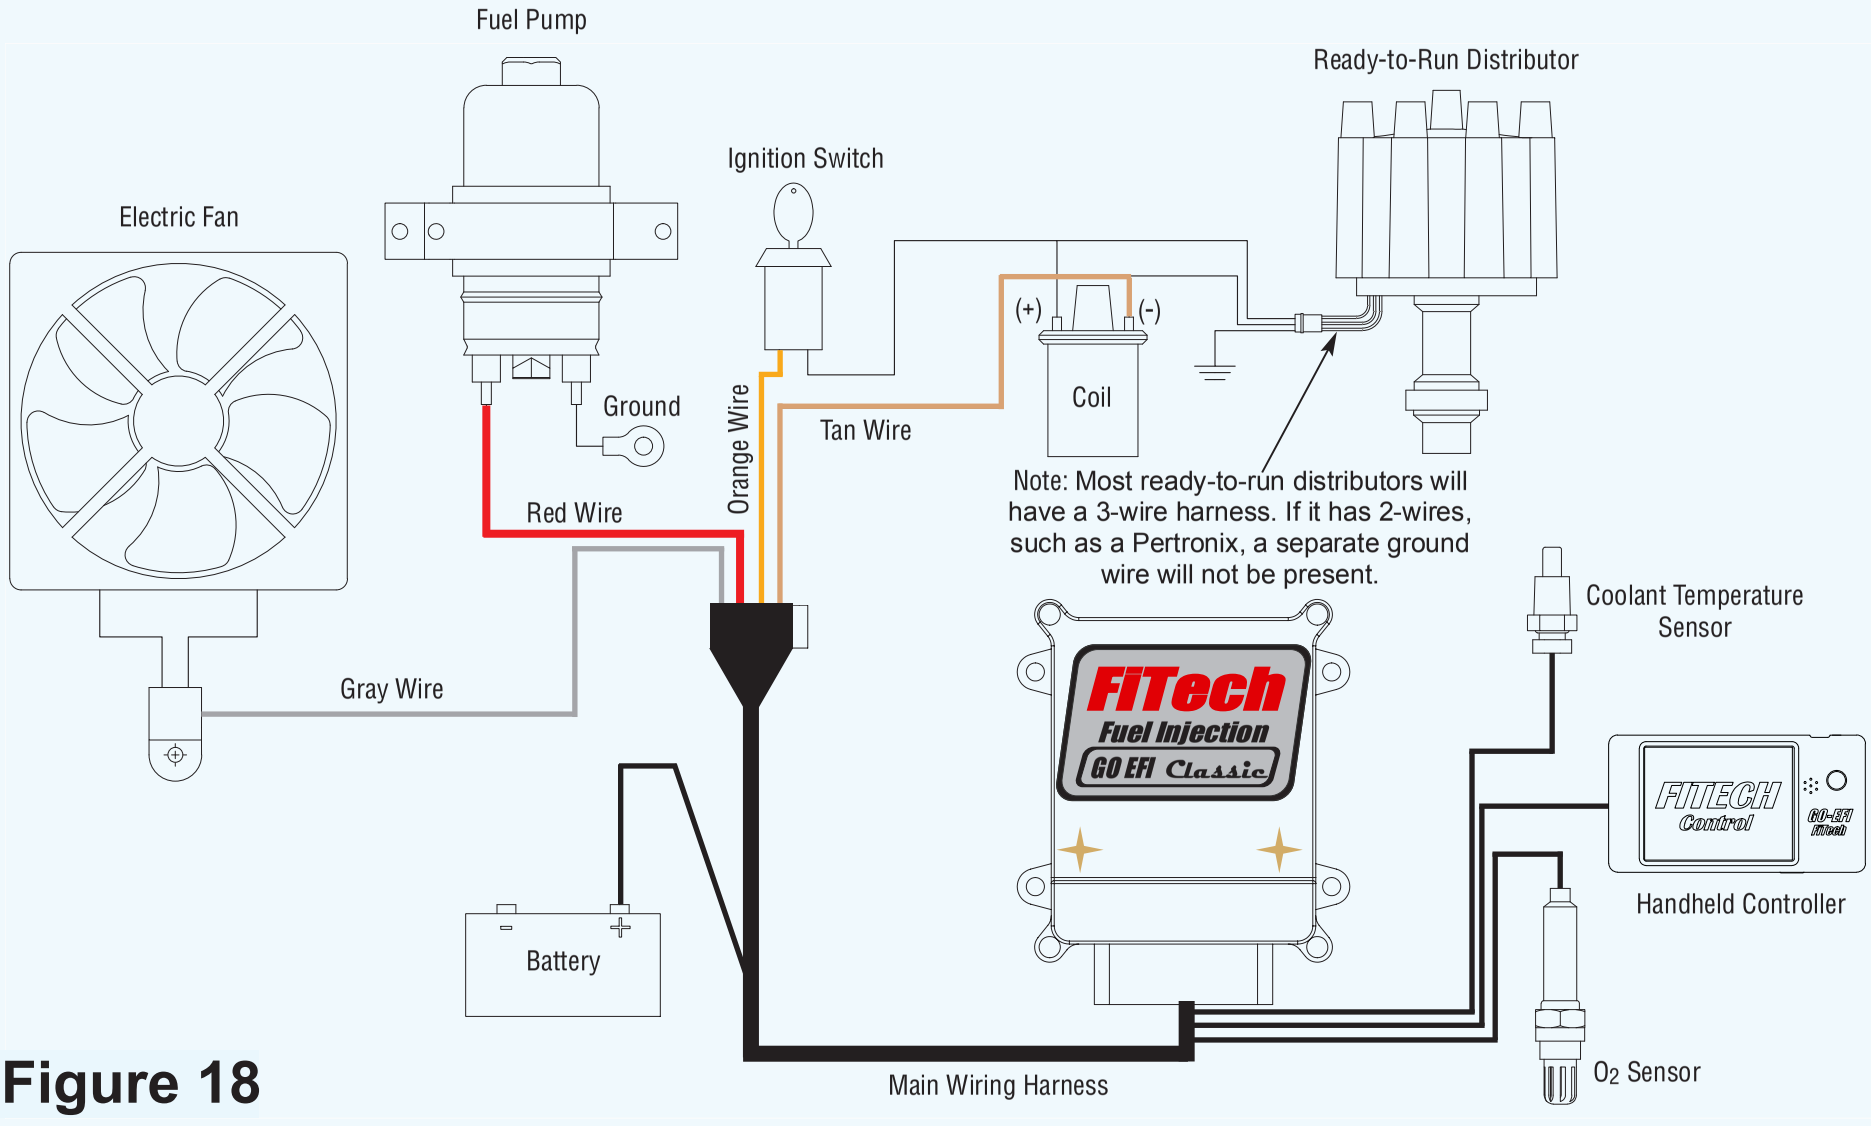
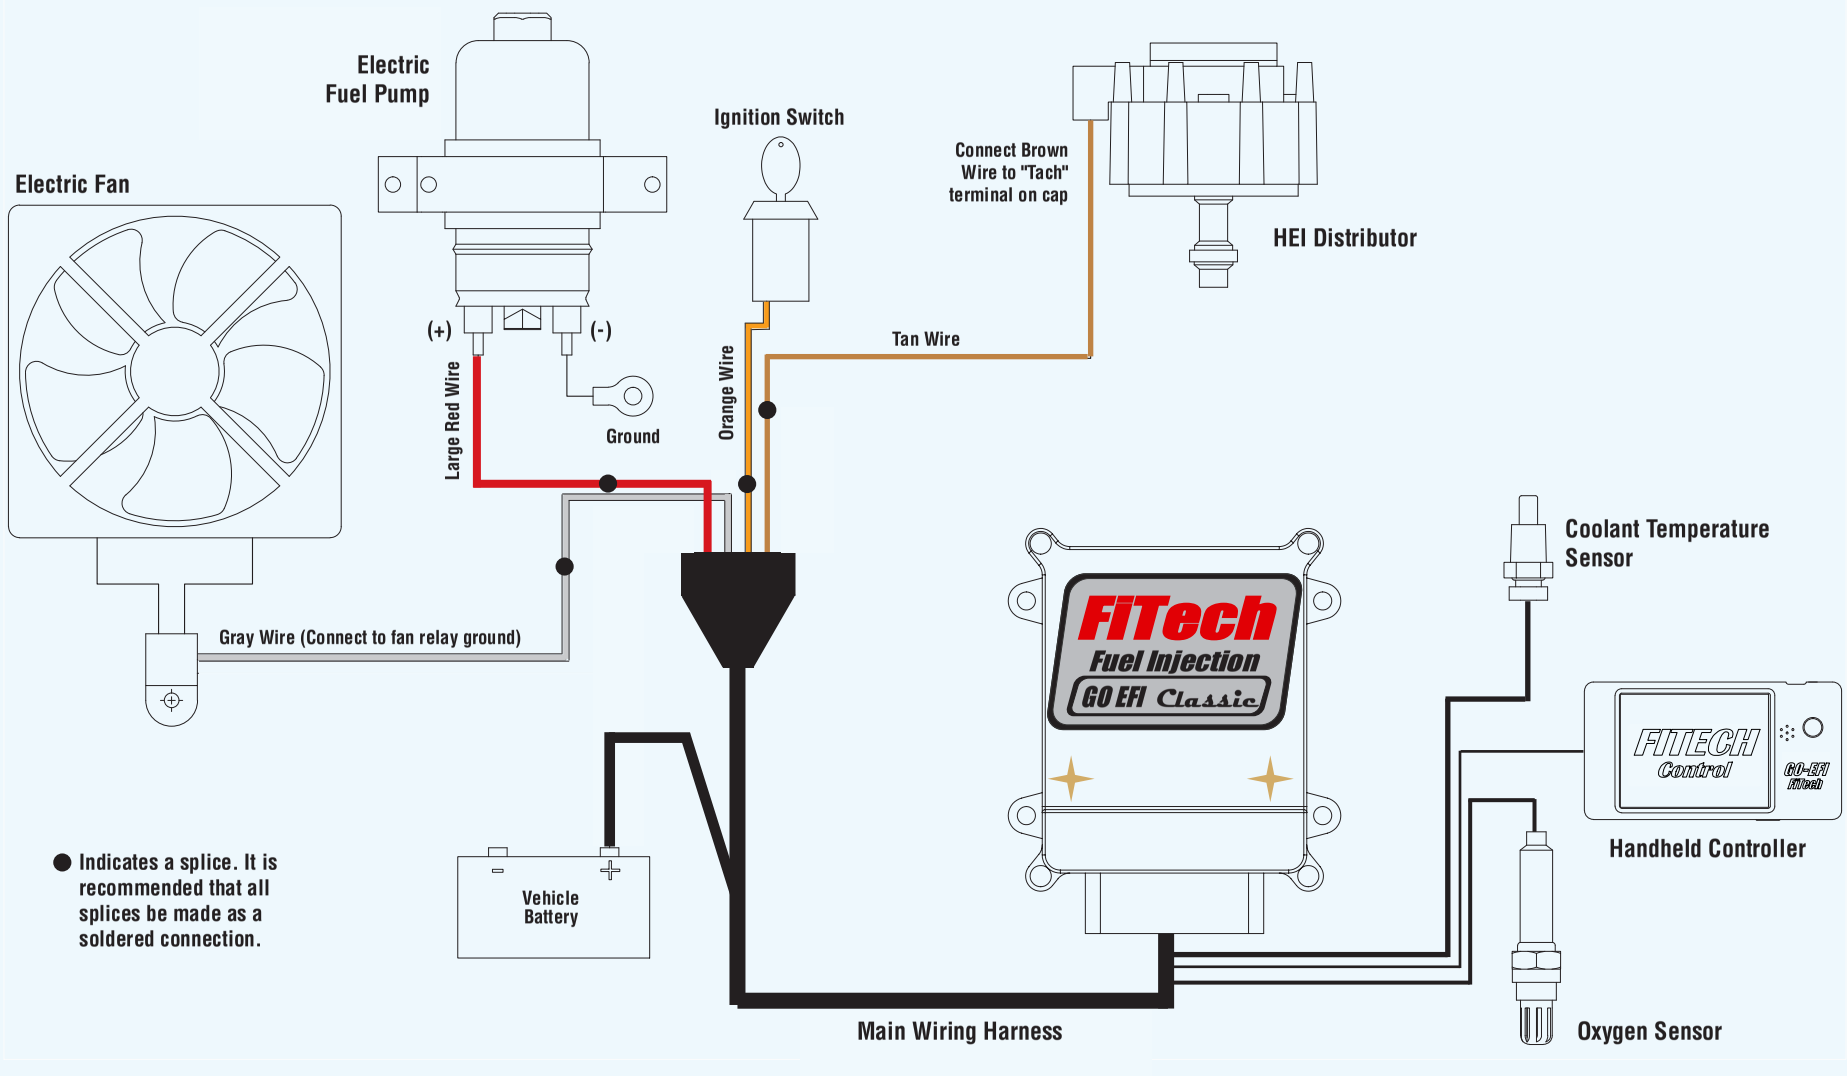
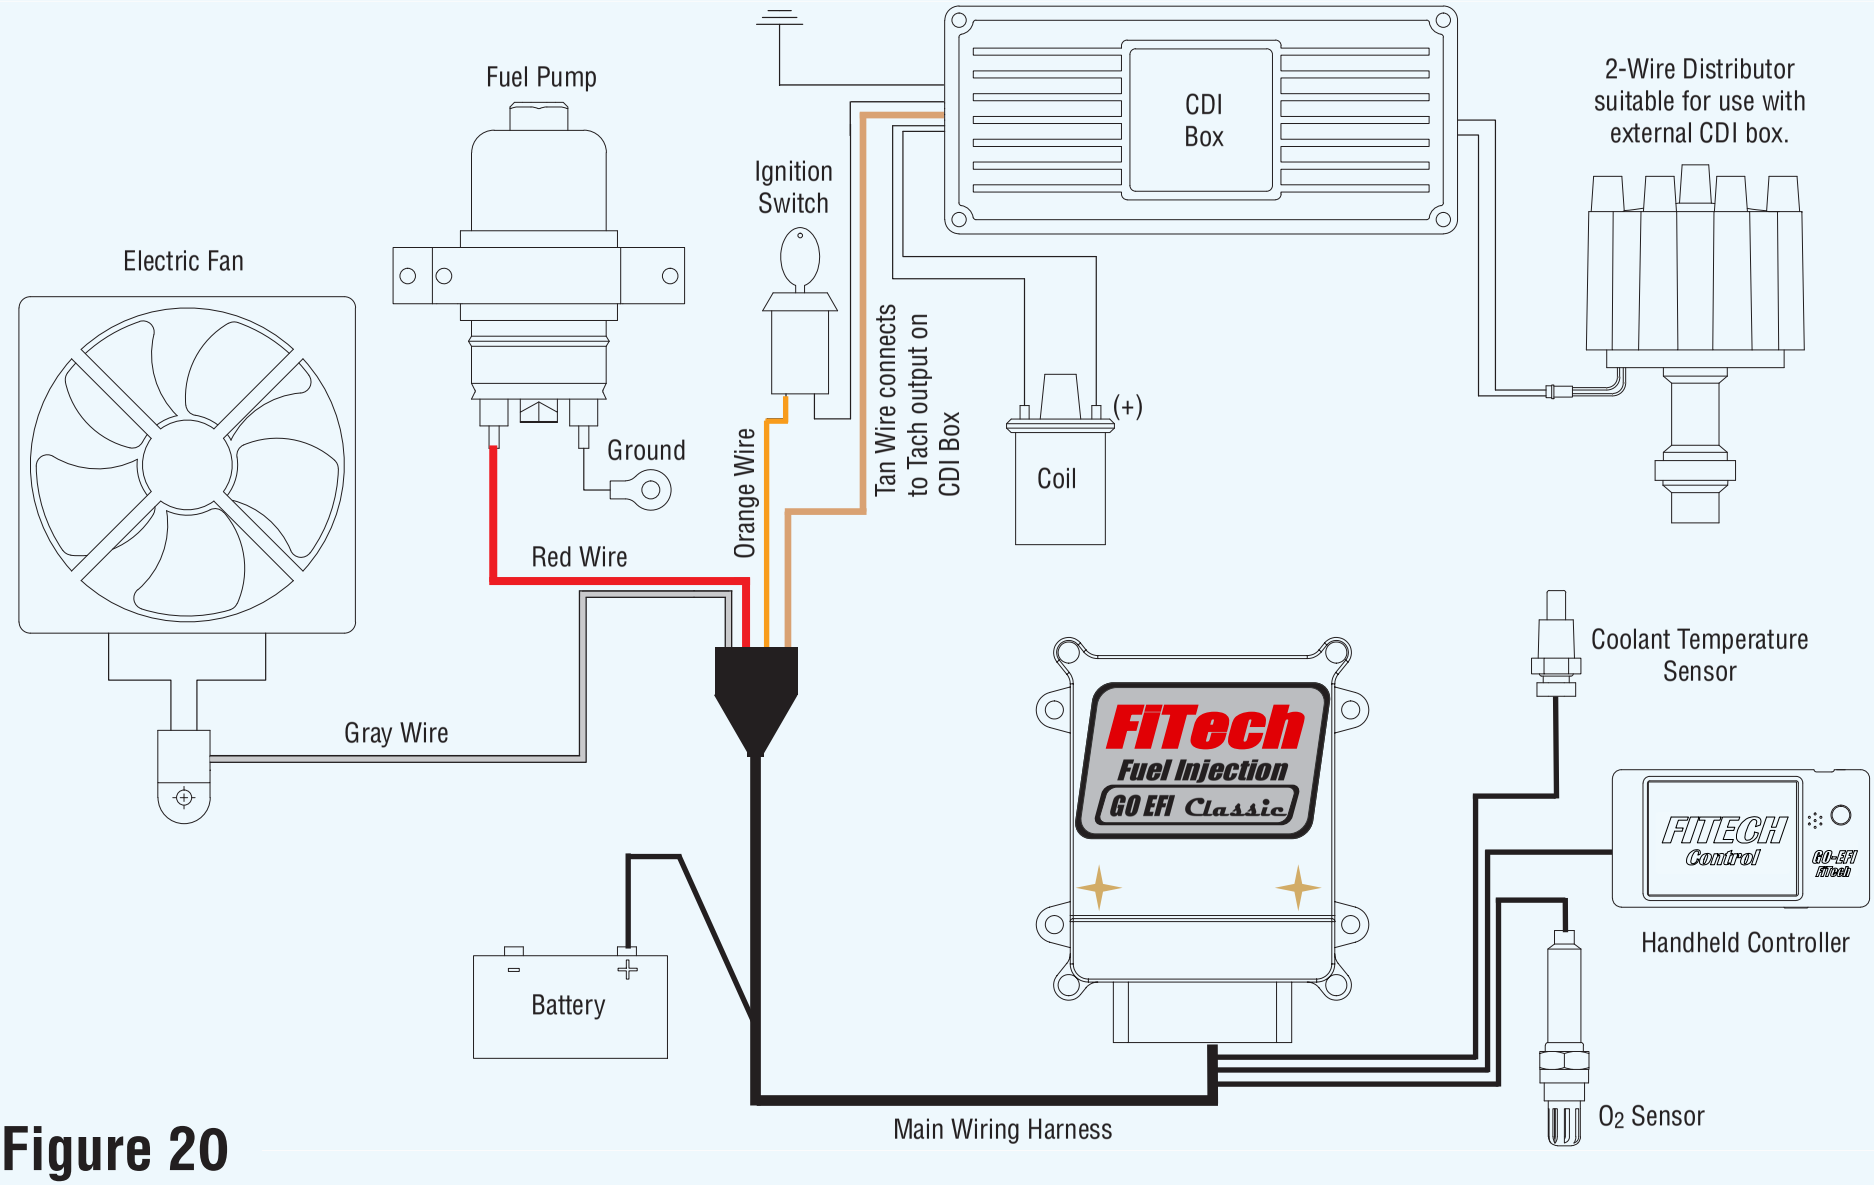

**Figure 18**
**Figure 19**
**Figure 20**
**Selecting the correct wiring schematic:** Review Figures 18 through 20 and select the schematic that suits your particular application. Figure 18 shows how to connect a ready-to-run distributor. Figure 19 is for an HEI distributor. Figure 20 is for a system with an external CDI box. One of these configurations will suit your vehicle.